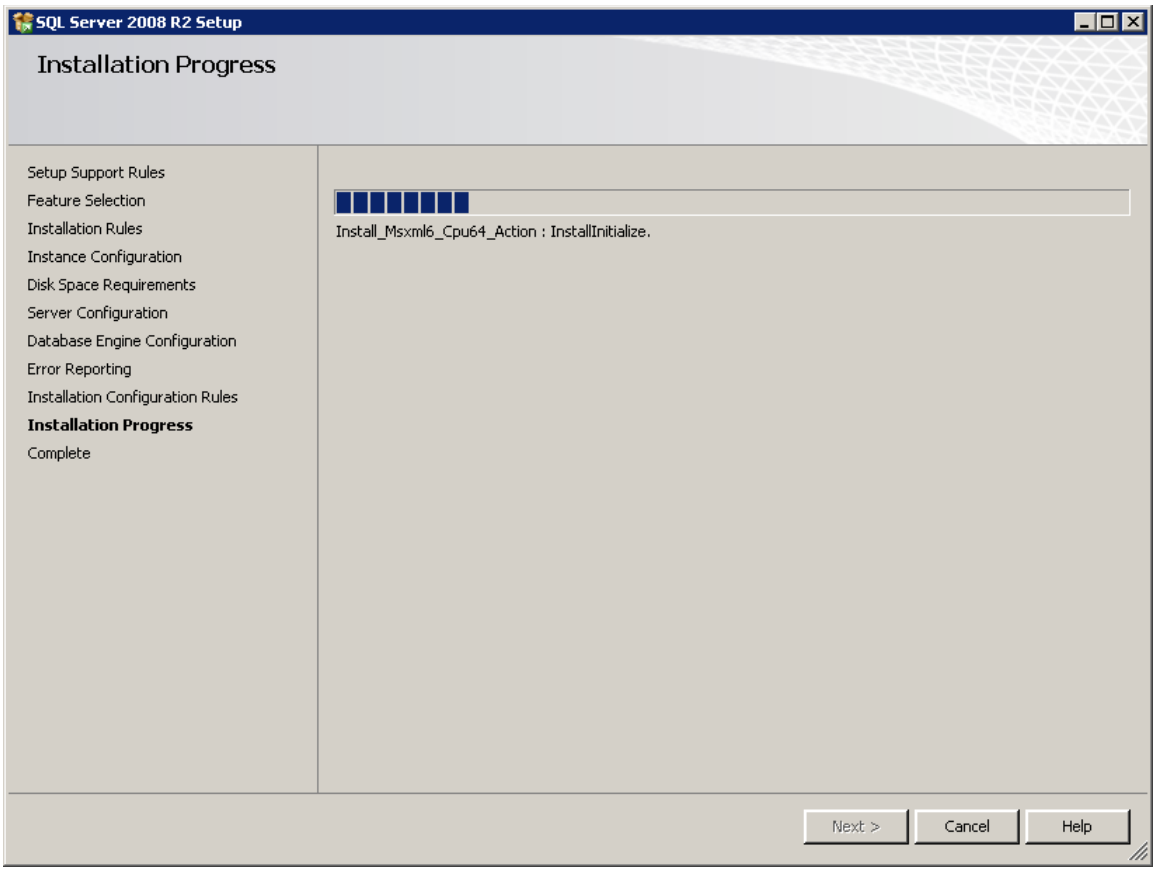

Figure 2-8 SQL Server 2008 R2 Setup – Installation Progress
14. *Error Reporting:* It is not necessary to select any of the options. Click the *Next* button. *Installation Progress:* The progress bar and status will update until the installation is complete (Figure 2-8).